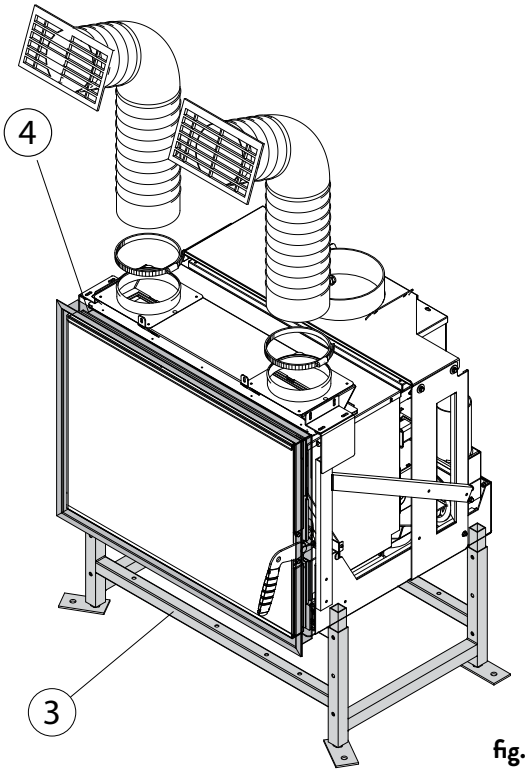

fig. 6.4.3
C) Kit socle « 3 » (Fig. 6.4.3)
D) Cadre « 4 » (Fig. 6.4.3)